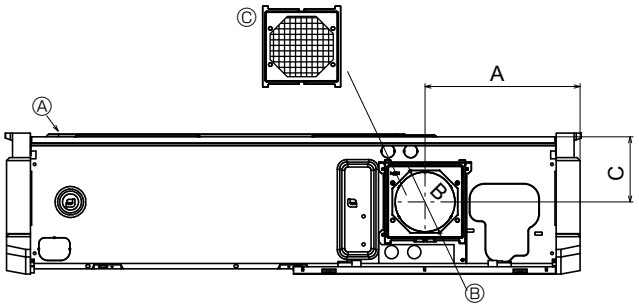

Fig. 3-4
3.2.4. Entrée d’air frais (Fig. 3-4)